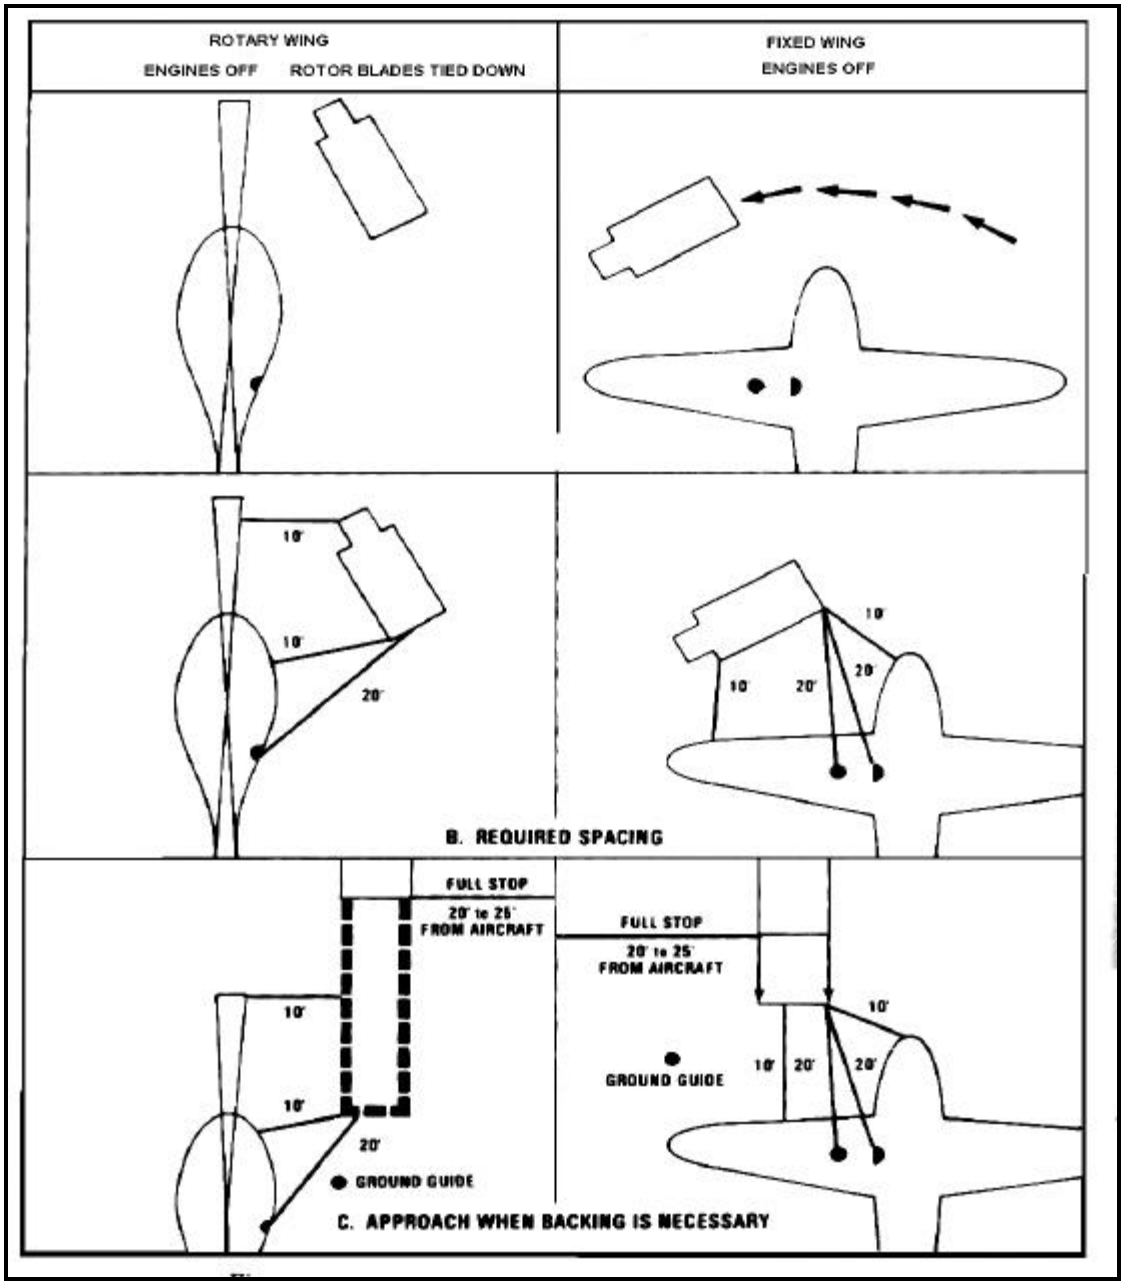

Figure 16-1. Positioning tank vehicle for refueling aircraft
Drive the tank vehicle into position in front of the aircraft. Use the approach route shown in A, Figure 16-1, page 16-5. Do not drive the refueler directly toward the aircraft because brake failure could cause a serious accident.
•Minimum distances. Keep a distance of at least 10 feet between the refueler and the aircraft. There must be at least 10 feet between the refueler and rotor blades of a helicopter. Keep a distance of at least 20 feet between the exhaust pipe of the pump engine (or truck engine) and the aircraft fill port and tank vent. See B, Figure 16-1 page 16-5.
•Ground guides. If the refueler can be driven into position without backing, do so. If the refueler must be backed toward the aircraft, bring the truck to a full stop 20 to 25 feet away from the aircraft or its rotor blades. Have another soldier act as a ground guide. Follow his signals to guide the final backing approach until he stops the refueler at the proper distance from the aircraft and its fill port or vent. See C, Figure 16-1.